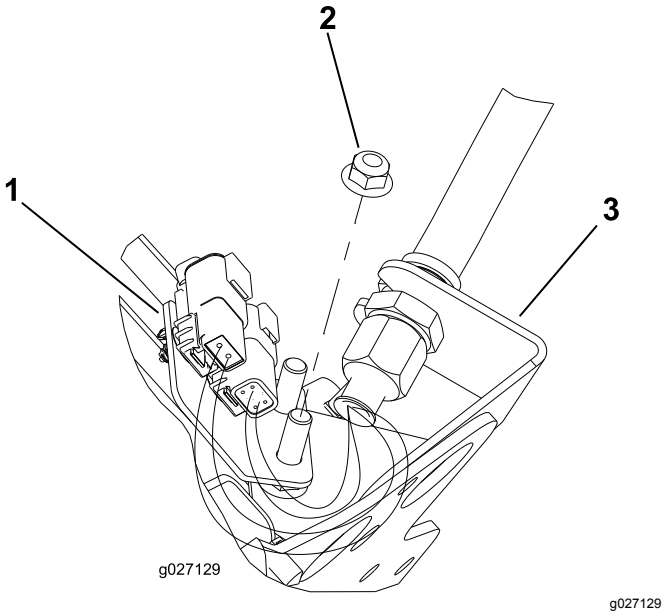
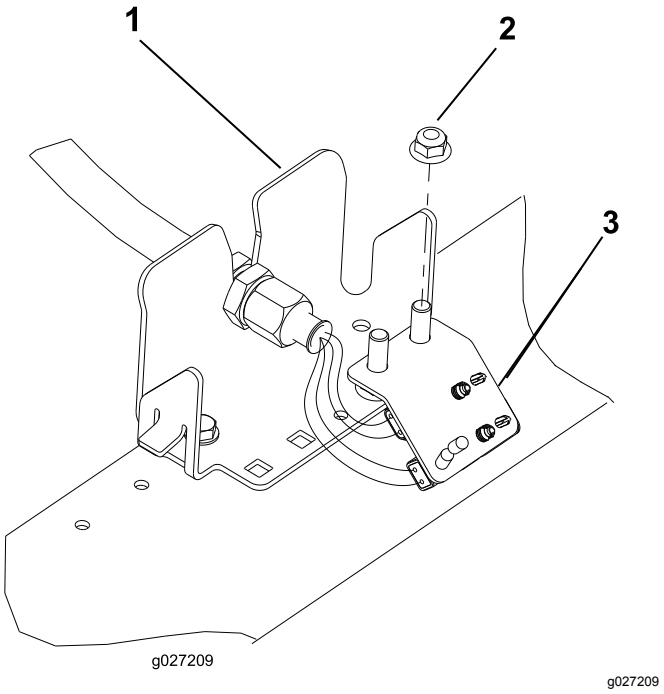

Figur 13
Figur 16
6. Upprepa proceduren på de kvarvarande fyra platserna på motorväggen i enlighet med Figur 13 till Figur 16.